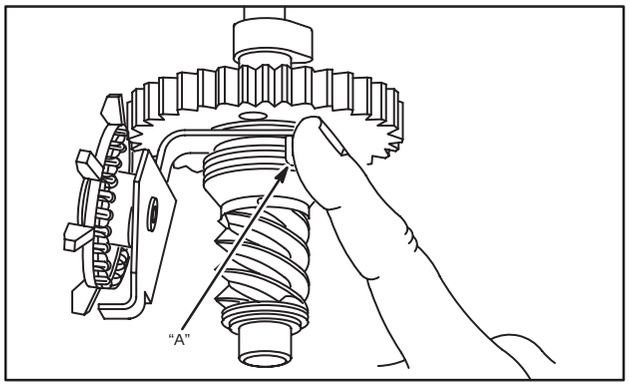

Fig. 157 – INSPECT CLUTCH
1. Push on spring tang, "A," Fig. 157, turning spring and clutch sleeve in a counterclockwise direction.